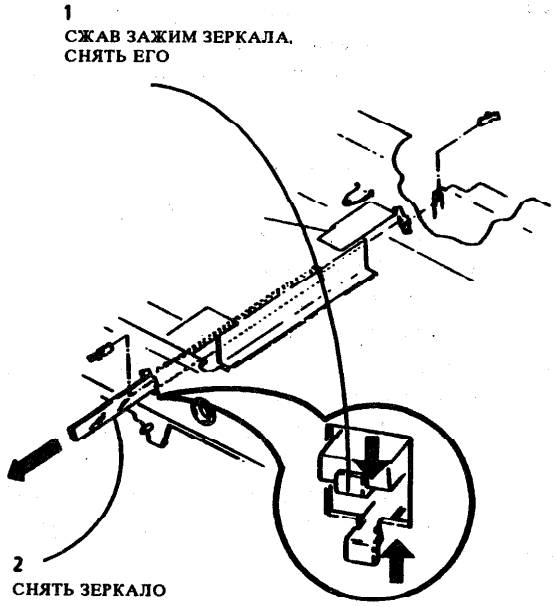

Рис. 3. Снятие зеркала № 4
4. (Рис. 3): снять зеркало № 4.